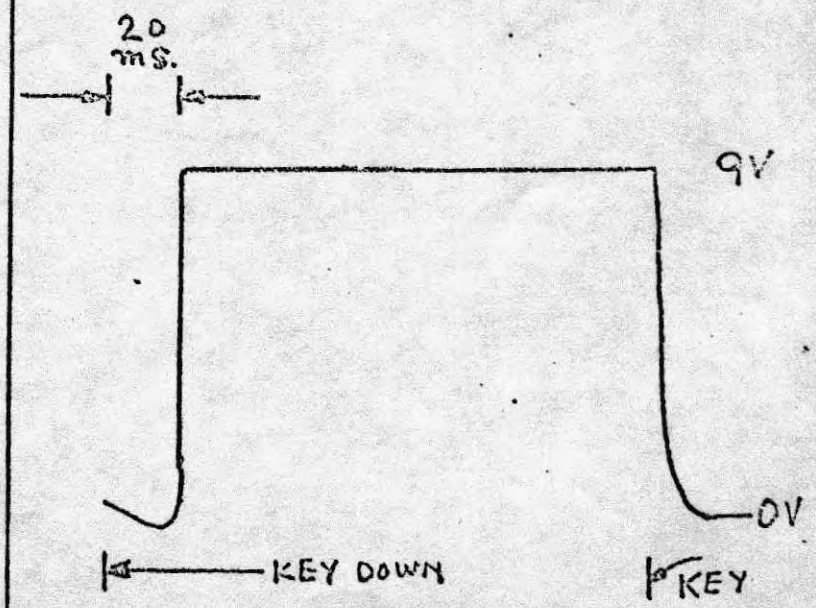

FIG. 6. collector of Q8
3. Verify that the trigger voltage at the collector of Q8 is as shown in Fig. 6 when a single key is depressed. Hold that key down and depress the next highest key and verify that a trigger occurs.